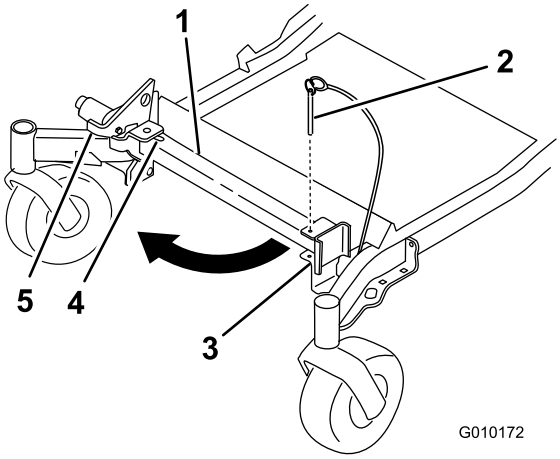
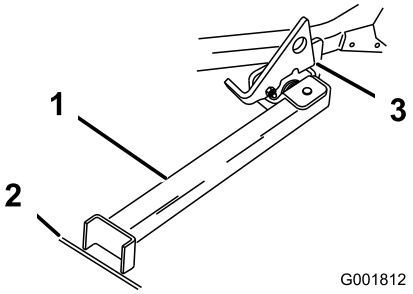

**Figur 40**
**Figur 41**
2. Fjern beslagpinden (Figur 40).
3. Hæv klinken. Sving standens fod ud fortil, og skub standen mod maskinen, ind nederst i rillen (Figur 40 og Figur 41).
4. Placer standen fod på jorden, og lad klinken hvile på drejetappen (Figur 41).
**Bemærk:** Det bedste resultat opnås, hvis standens fod placeres i en revne i fortovet eller i plænen (Figur 41).
6. Kør op på standen. Stands, når klinken falder over tappen i låst position (Figur 41). Aktiver parkeringsbremsen, og sluk motoren, når maskinen er oppe på standen.
5. Sæt den tilbage til hvileposition (Figur 40).